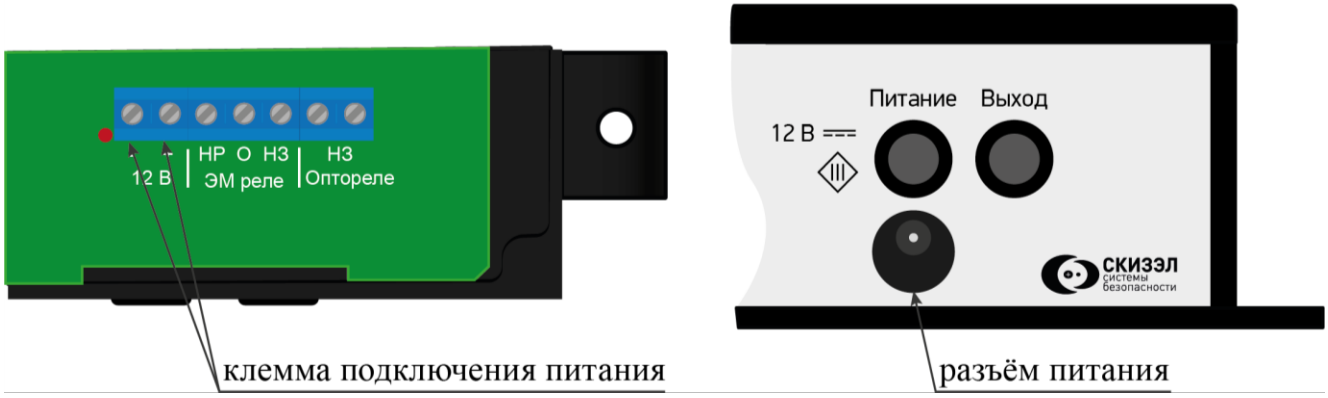

Рисунок 2.7
2.4.6.1 Подключить к клемме «12 В» кабель от внешнего источника питания постоянного тока 12 В или подключить адаптер питания 12В к клемме на корпусе БОУ (рисунок 2.7).